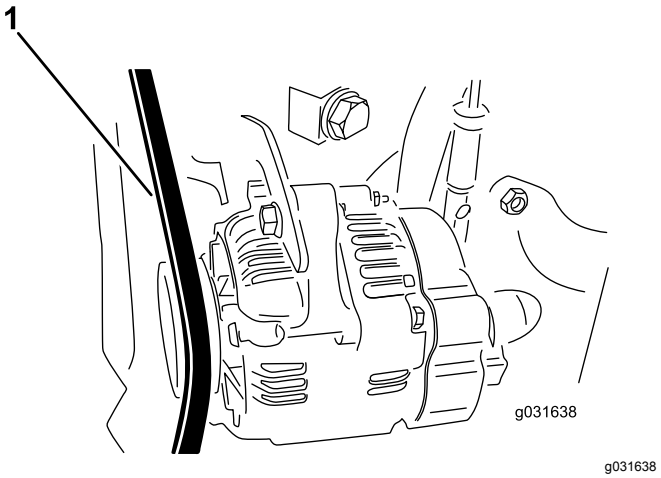

Figur 60
2. Tryck ned generatorremmen med en kraft på 30 N, mitt emellan remskivorna (Figur 60).